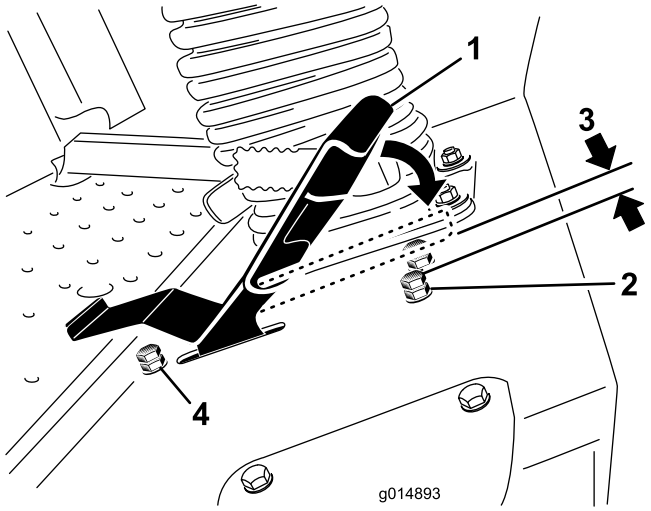

**Figur 60**
3. Løsn kontramøtrikken på stopbolten til traktionspedalen (Figur 60).